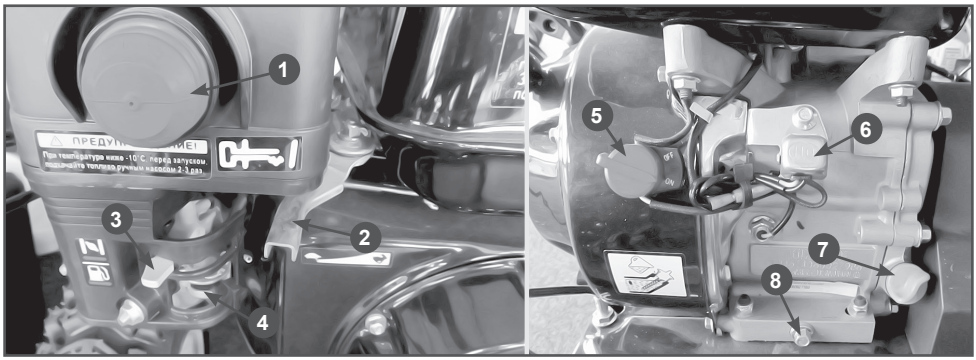

Рис.8 Основные узлы и органы управления двигателем
Основные узлы и органы управления двигателем приведены на Рис.8.
1. Откройте топливный кран, переместив рычаг топливного крана 4 (Рис. 8) в рабочее положение (ON).
2. При запуске двигателя закройте воздушную заслонку карбюратора рычагом 3 (Рис. 8).
3. Установите рычаг газа 2 (Рис. 8) в среднее положение.
4. Нажмите на праймер подкачки топлива 1 (Рис. 8) три раза. При запуске теплого двигателя праймер нажимать не надо.
5. Установите выключатель 5 (Рис. 8) в положение ON (Вкл).